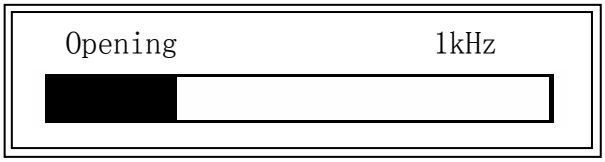

Figure 4-8. Open Correction Information
3) Press OpSWP. TH2816A will measure the open admittance (capacitance, and inductance) at all frequency points. Figure 4-8 shows the open correction information.